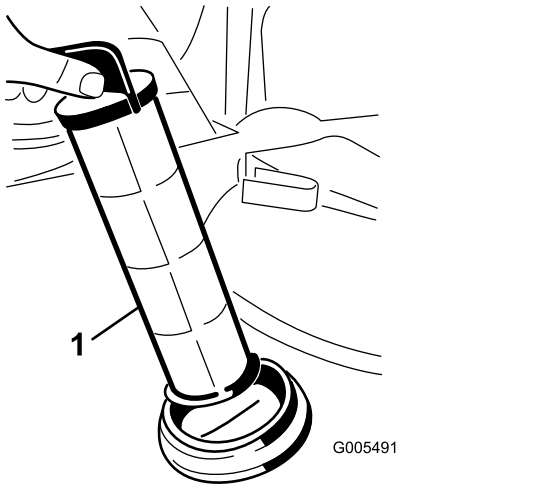

Figur 17
4. Træk sugefilteret ud af filterhuset i tanken (Figur 17).